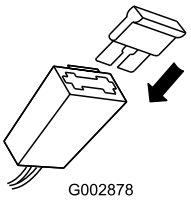

**Figuur 25**
2. Plaats de zekering in de zekeringhouder zoals wordt getoond (Figuur 25).